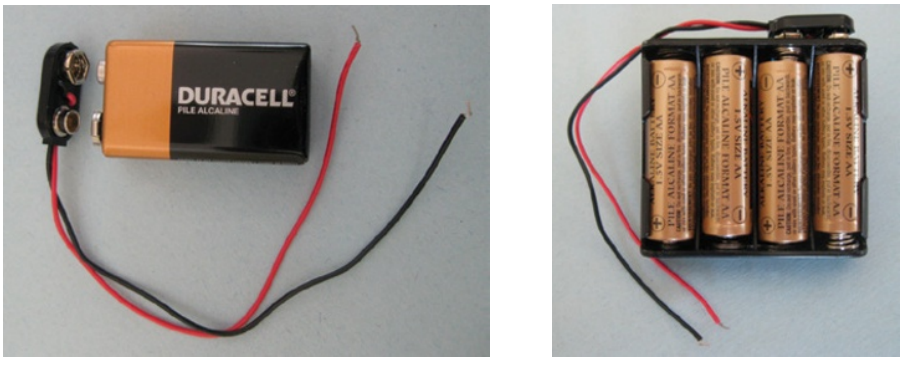

Figura 2-7: Prepare sus baterías para usarlas en una placa de pruebas sin soldadura.
- ✓ **Conecte un clip de batería a una batería de 9 voltios.** La pinza incluye cables para conectar la batería de 9 voltios a la placa de pruebas sin soldadura. Los cables están codificados por colores: el rojo indica el terminal positivo de la batería y el negro el negativo. (Ver Figura 2-7).
- ✓ **Inserte las cuatro pilas AA en el soporte para cuatro pilas, teniendo en cuenta los marcadores de polaridad.**El soporte de la batería está cableado para conectar las cuatro baterías de extremo a extremo, creando un paquete de baterías que suministra ×1,5 6 voltios. Si su portapilas de cuatro pilas no tiene cables, conecte un Conecte el clip de la batería a los conectores a presión del soporte. (Ver Figura 2-7).